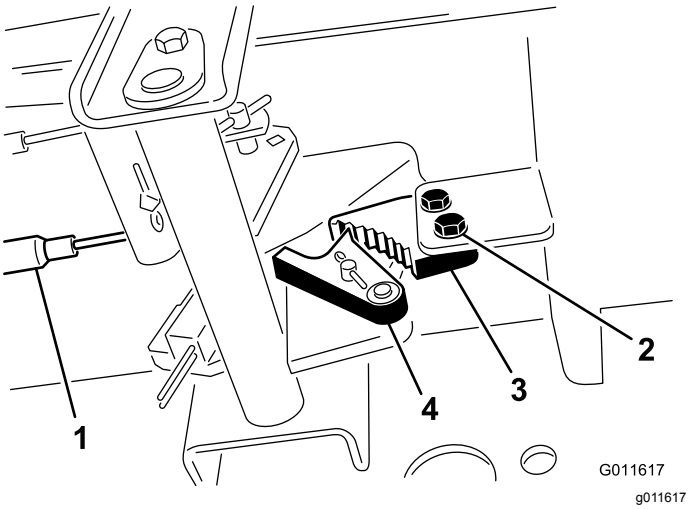

Figur 67
1. Løsn de to skruer, der fastholder parkeringsbremsepedalen på stellet (Figur 67).
2. Tryk parkeringsbremsepedalen frem, indtil parkeringsbremselåsen kobler helt ind på bremsepedalen (Figur 67).